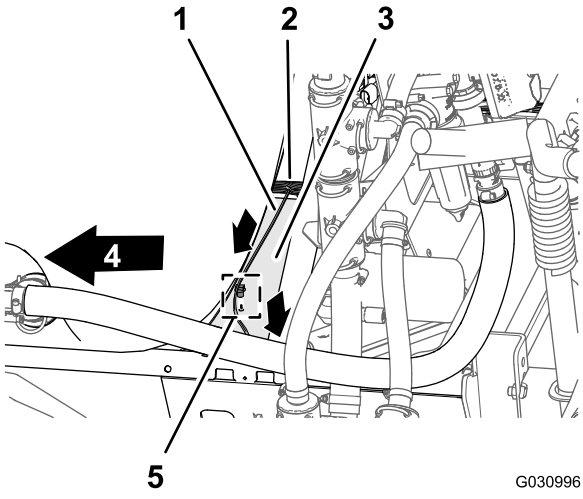

Figur 94
1. Før 86,6 cm (34") afgreningen af ledningsnettet til sprøjtepumpens solenoide hen over toppen af sprøjtestelkanalen og ned mod sprøjtepumpens solenoide (Figur 94).
2. Sæt skubbefastgørelsesanordningen på 86,6 cm (34") afgreningen af ledningsnettet i hullet i sprøjtestelkanalen (Figur 94).